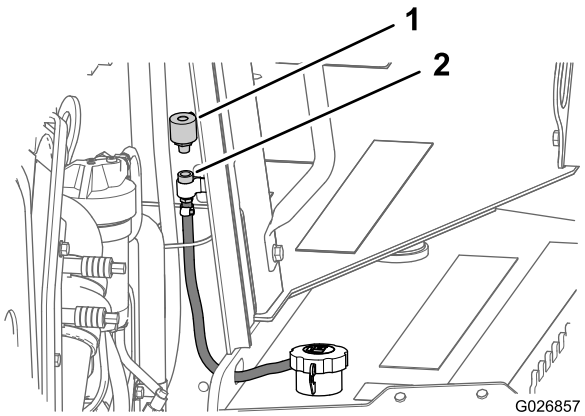

Figura 72
2. Na parte frontal do painel do compartimento do motor, remova o respiro da conexão do tubo girando o respiro no sentido anti-horário (Figura 72).
3. Instale um novo respiro na conexão do tubo, apertando-o manualmente (Figura 72).